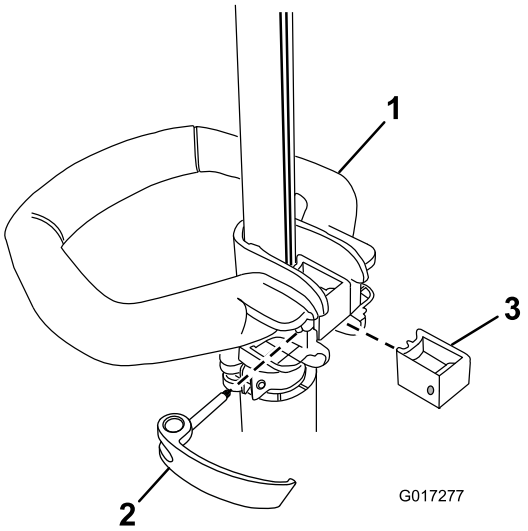

Figure 1
1. Placez la poignée auxiliaire sur l'arbre de la débroussailleuse, la surface lisse tournée vers l'utilisateur (Figure 1).
2. Glissez le renfort dans la poignée auxiliaire jusqu'à ce qu'il soit engagé dans la rainure de l'arbre (Figure 1).
3. Glissez le verrou par la gauche dans la poignée et le renfort comme illustré, puis serrez la vis du verrou à l'aide d'un tournevis à pointe cruciforme (Figure 1).